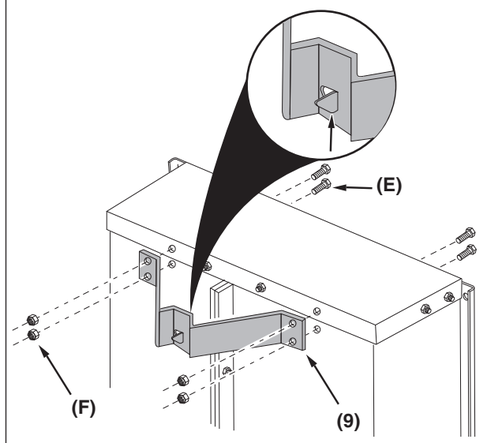

Figure 12
STEP 12 (SEE FIGURE 12): Attach the latch stand bracket (9) to the cart bed and front panel (8) using four 1/4" hex bolts (E) and 1/4" nylock nuts (F). Make sure to orient the tab on the latch stand bracket as shown in figure 12. Tighten hardware.